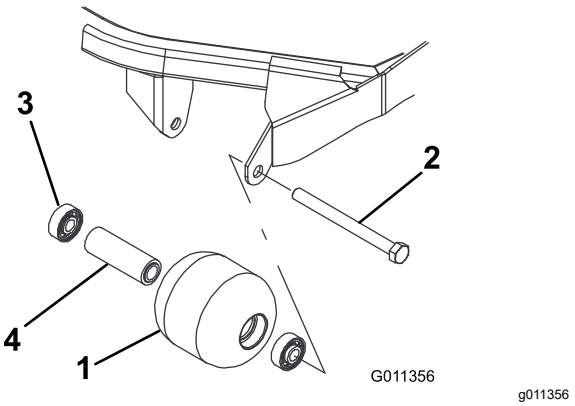

Figur 120
1. Fjern rullemonteringsbolten (Figur 120).
4. Efterse rullehuset, lejerne og lejeafstandsbøsningen for skader (Figur 120). Udskift beskadigede komponenter, og saml dem.
1. Tryk det første leje ind i rullehuset (Figur 120). Tryk kun på den yderste løbering eller lige meget på den inderste og den yderste løbering.
2. Indsæt afstandsbøsningen (Figur 120).
3. Tryk det andet leje ind i rullehuset (Figur 120). Tryk lige meget på den inderste og den yderste løbering, indtil den inderste løbering kommer i kontakt med afstandsbøsningen.